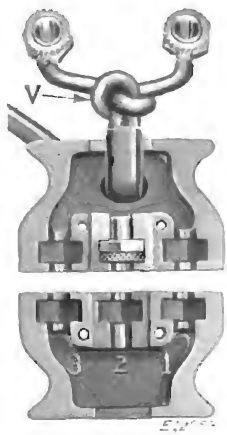
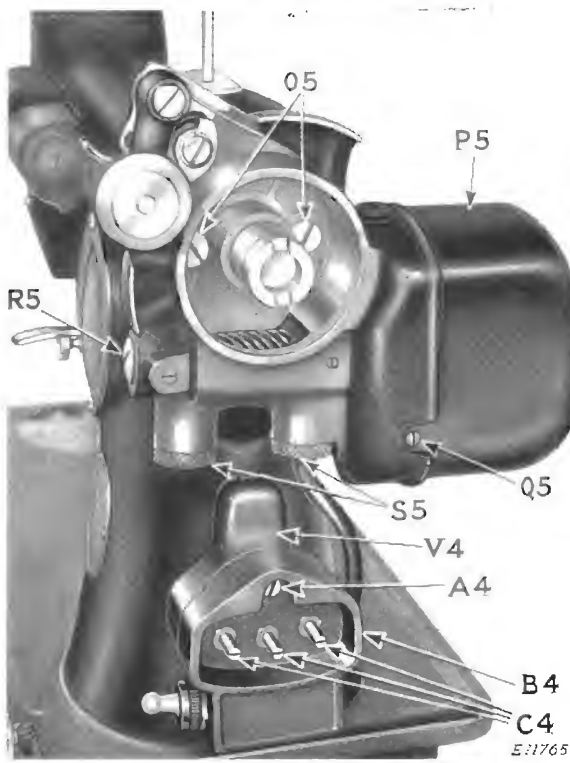
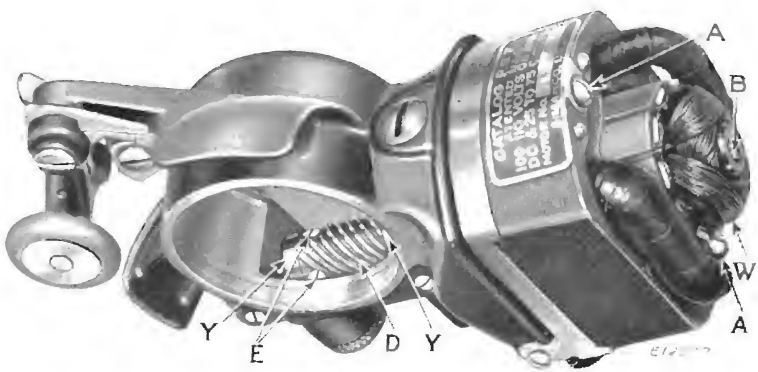
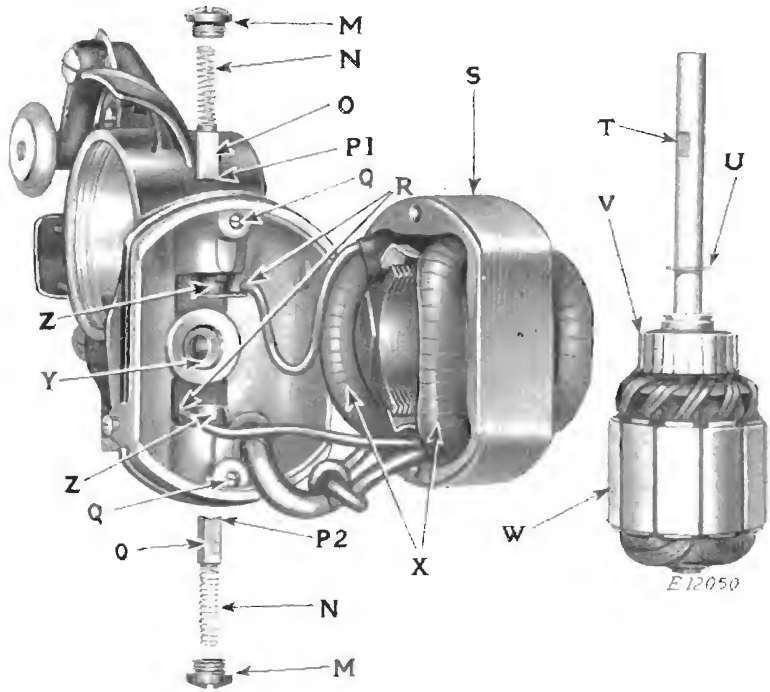

Fig. 13
FIG. 15. MACHINE 201-2 AND MOTOR (BALANCE WHEEL REMOVED)
Fig. 16. Motor with Cover Removed
Fig. 17. Motor Disassembled
Inspect the soldered connections (R, Fig. 17) at the brush tubes.
Three-Pin Terminal Plug, shown in Figs. 13 and 14, has three sleeves (W, Fig. 14) which are engaged by the three pins (C4, Fig. 15) when the plug is pushed into the three-pin terminal block (B4, Fig. 15).
Note that the two wires are knotted together as shown by (V, Figs. 13 and 14). This is to prevent strain or breakage in case the plug is pulled from the three-pin terminal by grasping the wires instead of the plug. Therefore, the knot is placed so that it, instead of the connections, bears the strain when the plug is [illegible] the terminal.
Take out screw (A4, Fig. 15) and remove the three-pin terminal (B4) from the terminal bracket (V4).
Remove Motor Cover. Loosen the two screws, one of which is shown at (Q5, Fig. 15) and remove motor cover (P5, Fig. 15) by pulling and, at the same time, rocking it up and down slightly, being careful to prevent inside of cover damaging the field coils.
Remove Brushes—Machine 201-2. Take out screw caps (M, Fig. 17). When the screw caps are removed, the brush springs may protrude from the screw holes, and brushes can then be easily withdrawn. However, should difficulty be experienced in removing the brushes, this can be done conveniently after removal of the armature in accordance with "Remove Armature" following. It is advisable to mark the brushes at (P1 and P2, Fig. 17) to make sure that they will be replaced in the same relative position as before removal.
screws (E, Fig. 16) in the spiral gear (D, Fig. 16) so that the armature shaft can be withdrawn from its bearings. Remove the armature (W, Fig. 16).
If wiring is not damaged, clean commutator (V, Fig. 17) with a dry, clean cloth before assembling motor. If it is impossible to get the commutator bright by this means, use an ordinary rubber eraser. **Never use anything else on a small motor commutator.**
Remove the Field Core with Coils—Machine 201-2. Loosen the two screws (A, Fig. 16) and remove the field core (S, Fig. 17) from the commutator end cover which, in this case, is part of the motor frame. The removal of the field core must be done carefully to prevent damage to the field coil insulation, and to prevent strain at the soldered brush tube connections (R, Fig. 17).
Clean Brushes and Brush Tubes—Machine 201-2. Thoroughly clean the carbon brushes (O, Fig. 17), inner walls of brush tubes and inside of end covers, with a dry, clean cloth.
Inspect Wire Connections to Brush Tubes—Machine 201-2. Examine both field wire connections (R, Fig. 17) at the brush tubes. If broken, these connections should be securely soldered to the lugs of the brush tubes. Any loose strands of wire should be cut off.
Remove and Replace Brush Tubes—Machine 201-2. After the brushes and brush tubes have been cleaned, the brushes should slide freely in the brush tubes. If they do not, the brush tubes should be replaced by new ones. The new brush tubes must be replaced in the same manner as the old tubes, viz., firmly positioned in the insulating bushings (Z, Fig. 17), and with the field leads properly soldered to the lugs of the new tubes, as shown by (R, Fig. 17).
Remove and Replace Insulating Bushings—Machine 201-2. If the threads in the insulating bushings (Z, Fig. 17) and on screw caps (M, Fig. 17) become stripped, these parts should be replaced by new ones. When these bushings require replacement, the brush tubes also should be replaced with new ones. Do not attempt to use the old brush tubes in the new bushings. Loosen the two screws at (Q, Fig. 17) to release the bushings (Z, Fig. 17). When the new bushings are in place, tighten the screws (Q, Fig. 17).
Replace the Field Core with Coils. After the insulating bushings are replaced, the field coil wires properly soldered to the brush tubes as shown at (R, Fig. 17) and brush tubes in place in insulating bushings (Z, Fig. 17), put field core (S, Fig. 17) in place on commutator end cover, being careful not to damage field coil insulation. When the field core is properly seated on commutator end cover, insert and tighten screws (A, Fig. 16).
When the armature was removed, as instructed on page 22, the spring-pressured grease wick for each of the two bearings (Y) projected into the shaft bearings. Therefore, before replacing the armature and shaft, remove the two grease wicks in order that armature shaft may be inserted in its bearings without damage to the wicks. To do this, remove cap screws (S5, Fig. 15) and, using a small screw driver, carefully remove the grease wick spring retainer, together with grease wick spring and grease wick from each grease cup.
Put the spiral gear in position between the two bronze shaft bearings (Y, Fig. 16), having the two set screws (E, Fig. 16) toward the cap screw (R5, Fig. 15) in order that one of the two screws (E) can engage the "flat" (T) on the armature shaft. Insert armature (W) so that the fibre washer (U) is against the first of the two shaft bearings (Y, Fig. 17).
When armature shaft is in place in its bearings and through spiral gear (D, Fig. 16), the "flat" (T), against which one of the two set screws (E, Fig. 16) is to be tightened, is covered. Its position is, however, indicated by the "flat" at (B, Fig. 16) at the cover end of the shaft. Be sure that one of the two screws (E, Fig. 16) engages the "flat" (T), then tighten both screws (E).
Replace the grease wicks, making sure that the inner ends of the wicks are against the armature shaft. Then put the grease wick spring retainers in place in the grease cups, having the tab, at the outer end of each retainer, over the outer end of the grease wick spring. Fill the grease cups and replace cap screws (S5, Fig. 15).
Replace Brushes—Machine 201-2. When inserting the brushes in the brush tubes, make sure that their concave ends (P1 and P2, Fig. 17) correspond with the convex surface of the commutator, and that they are replaced in the same relative position as before removal. See "Remove Brushes," page 22. Hold end of brush spring and tap the brush against the commutator until contact is clearly heard. Then insert and tighten the two screw caps (M, Fig. 17), being careful not to strip the threads.
Place the motor frame, with motor, on its seat on the machine arm, and insert and tighten the two screws (O5, Fig. 15). Fasten the three-pin terminal (B4) to its bracket (V4) by means of the screw (A4).
Remove the two cap screws (S5, Fig. 15) from the two grease cups and clean out the interiors of the cups. Insert the tip of the motor lubricant tube into the grease cups and squeeze about a quarter of the tube of lubricant into each grease cup, then replace and tighten the cap screws (S5, Fig. 15).